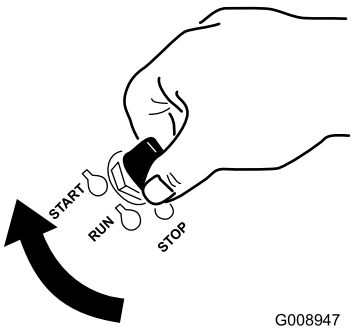

Figuur 18
7. Draai het contactsleuteltje naar de stand Start (Figuur 18). Laat het sleuteltje los zodra de motor aanslaat.